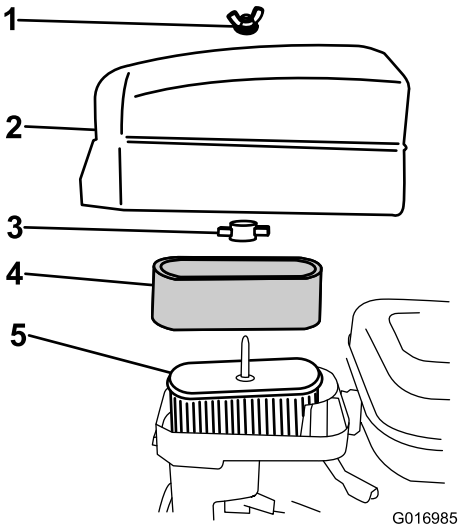

Figuur 26
4. Als het schuimelement vuil is, moet u dit verwijderen van het papierelement (Figuur 26) en grondig reinigen.